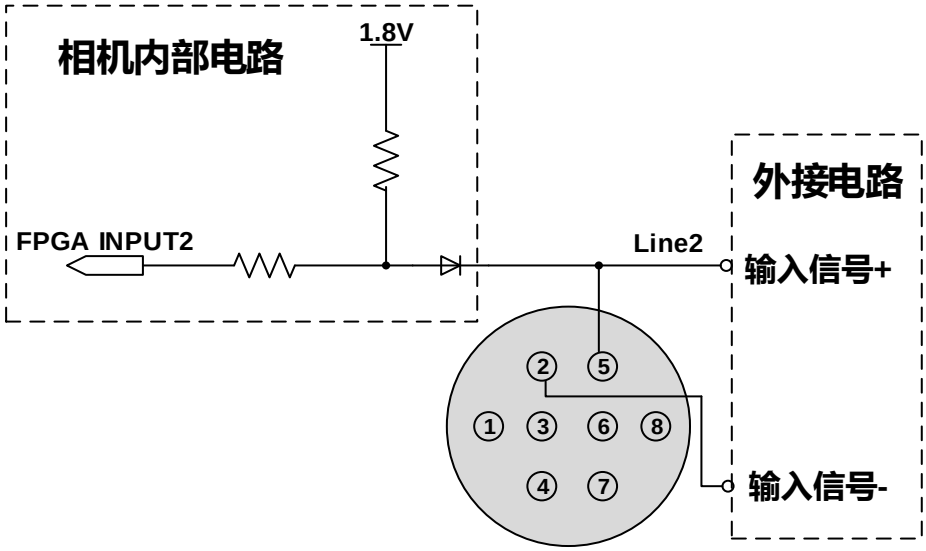

图 7-17 Line2 配置为输入引脚时相机内部等效电路
- Line2 配置为输入引脚时，相机内部等效电路如图 7-17 所示